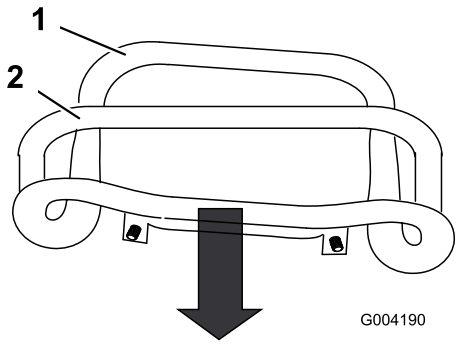

Figur 51
3. Dra drivreglaget rakt bakåt så att reglagets främre del nuddar vid referensstaven (Figur 51).